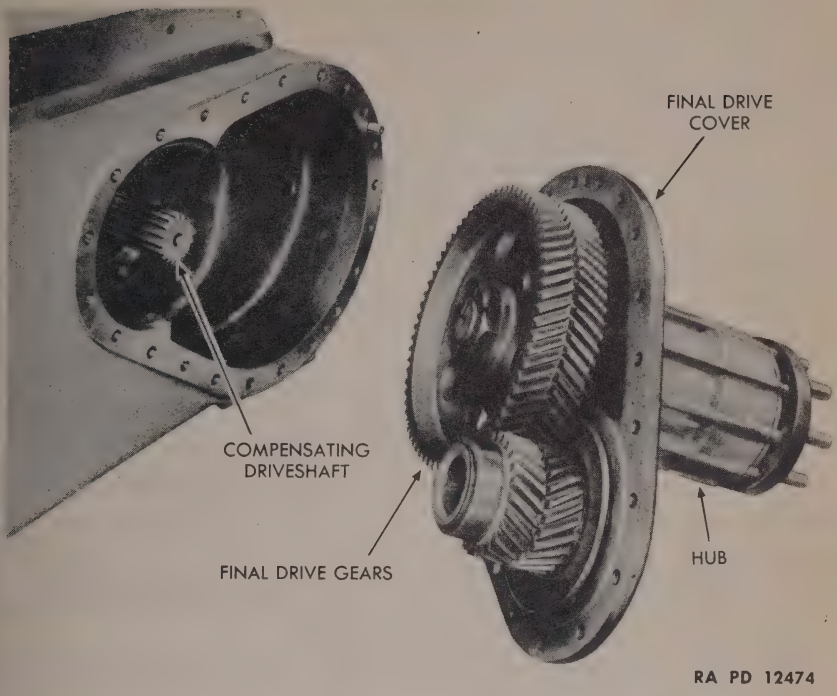

Figure 93—Final Drive Removed from Power Train
a. Descripiton (fig. 93). The final drives transmit power from the differential to the hubs of the driving sprockets. Each has a set of reduction gears, through which the power is transmitted from the final drive shaft to the sprocket shaft. Each set of final drive gears is mounted on a cover bolted to a final drive housing. A driving sprocket is bolted to a hub on each final drive cover.
c. Removal of Final Drive Unit (fig. 93).
(1) Drain the oil from the final drive.
(2) Remove the sprockets as outlined in par. 107 **b**.
(3) Remove the 22 cap screws that secure the final drive unit to the final drive housing.